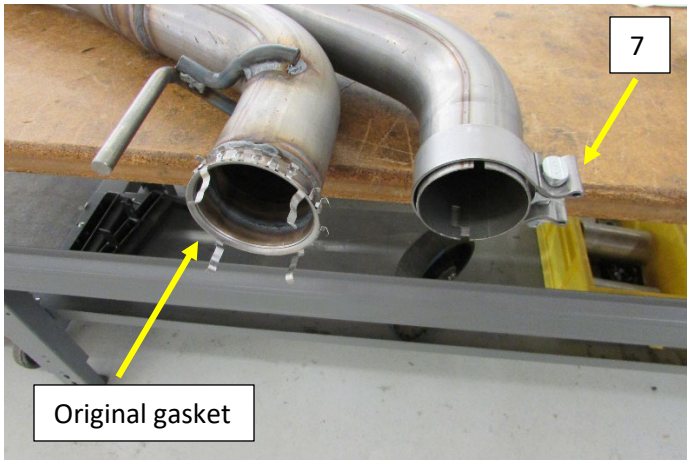
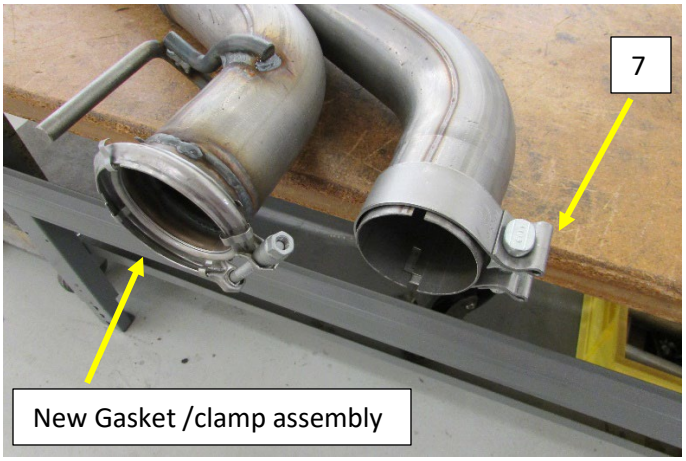

Figure.3
Figure.4
* If you are re using the original mid pipe V-band gasket gasket, follow steps 1-2 below. **Fig.3**
* If you are installing a new OEM V-Band gasket set, follow step. 3 below. **Fig.4**
2. Re install the gasket on to the flange of the Flowmaster Scavenger pipe, clip the small tabs over the flange from one side to the other, bending the tabs as little as possible. **Fig.3 The clamp will be installed after Flowmaster scavenger pipe is installed on the vehicle.**
3. Align the small tabs of the gasket /clamp assembly with the Flowmaster flange. Align the Clamp bolt to the position shown in **Fig.4**. Gently push the assembly on to the flange until the tabs lock in place. *** The new clamp will snap over the flange on the catalytic converter when the Flowmaster Scavenger pipe is installed on the vehicle. No expanding is necessary.**
4. Install the 2 ¾" band clamp **(7)** on to the expanded end of the Scavenger pipe inlet. **Fig. 3 / Fig 4**